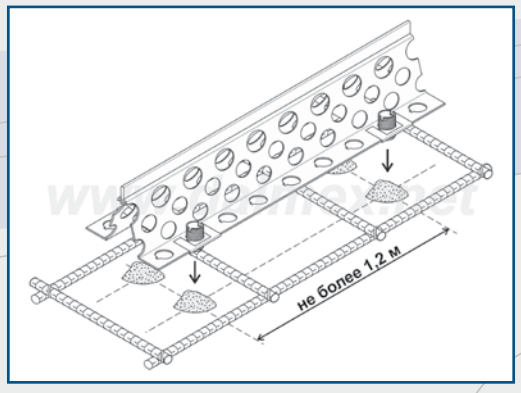

рис. 5
2.2. Установить стяжные пластины по 3 или 4 шт. в зависимости от длины 2,2 м или 3,0 м, чтобы не превышать расстояние 1,2 м между будущими точечными маяками, см. рис.5.